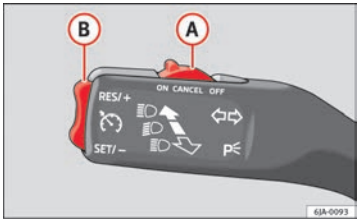

Fig. 110 Turn signal and main beam headlight lever: cruise control buttons
– Move knob (A) ⇒ Fig. 110 to the **ON** position.
– Briefly press rocker switch (B) in **SET** position when you have reached the speed you wish to set.
– Press rocker switch (B) ⇒ Fig. 110 ⇒ page 150 in **RES**.
– The set speed can be **reduced** by pressing switch (B) ⇒ Fig. 110 ⇒ page 150 in **SET**.
– On releasing the switch at speeds of less than 30 km/h (19 mph), no speed will be set and the memory will be deleted. The vehicle must be moving at a speed of over 30 km/h (10 mph) and switch (B) pressed again in **SET** for it to be set.
Cruise control **is switched off temporarily** by pressing switch (A) ⇒ Fig. 110 ⇒ page 150 in **CANCEL** or by pressing the brake or clutch pedal.
– Move knob (A) ⇒ Fig. 110 ⇒ page 150 to **OFF**. ■